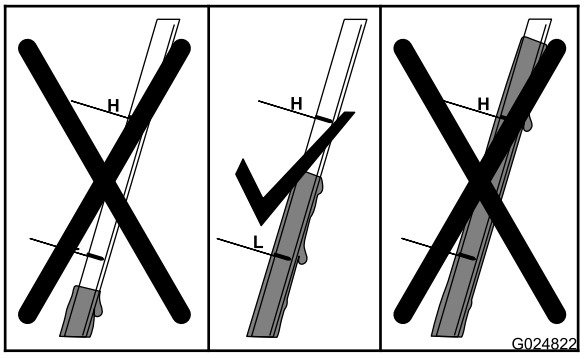

Рисунок 25
6. Определите уровень масла по отметкам на щупе (Рисунок 25).